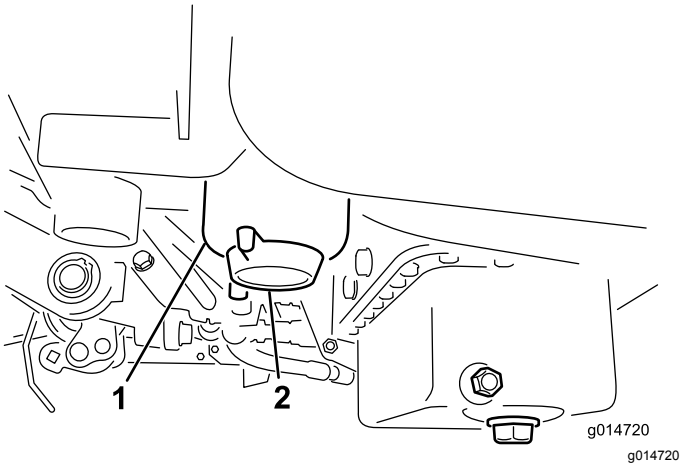

Rysunek 34
3. Odkręć korek spustowy na filtrze paliwa, wykonując około jeden obrót, i zlej całą zgromadzoną wodę (Rysunek 34).